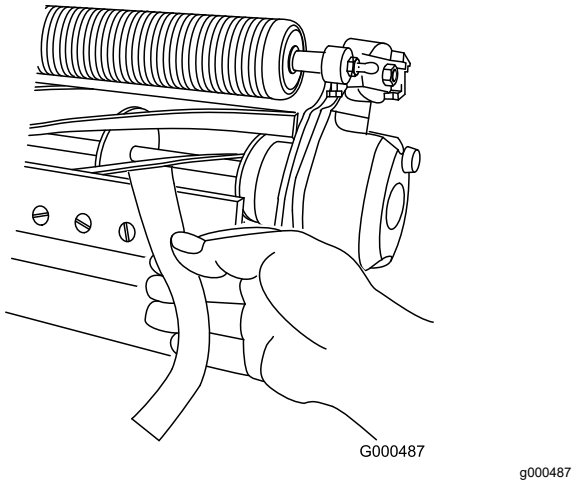

图 11
B. 在滚刀与底刀之间插入一长条剪切性能纸纸要与底刀垂直图 11然后**缓慢**向前旋转滚刀此操作应能切断性能纸如果不能请重复步骤 A 和 B直至切断为止。
11. 在滚刀与底刀之间插入一长条剪切性能纸Toro 零件号 125-5610纸要与底刀垂直图 11然后**缓慢**向前旋转滚刀此操作应能切断性能纸如果不能将每个底刀架调节螺栓都顺时针旋转 1 格直至切断为止。